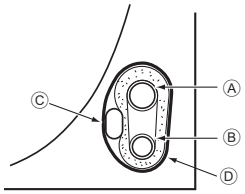

Fig. 4-4
4.3.1. Ünitenin boru tesisatı yerinde saklama (Fig. 4-4)